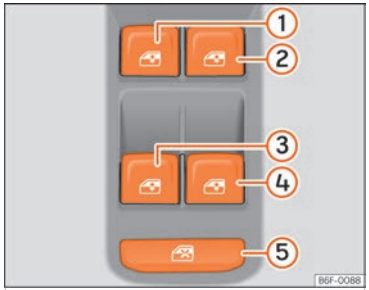

Fig. 65 Detail of the driver's door: window controls.
The safety control ››› Fig. 65 ⑤ on the driver door can be used to disable the electric window buttons on the rear doors.